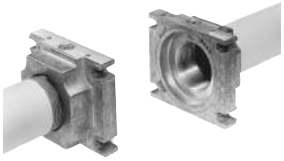

Fig. 25
3. Extraer el GasMultiBloc entre las bridas roscadas (Fig. 25).